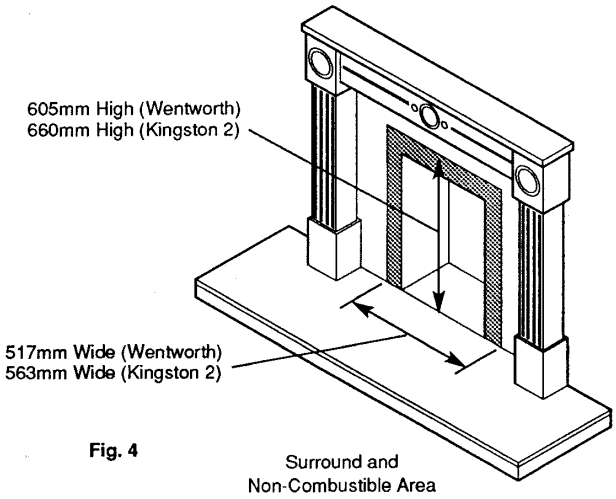

Fig. 4
3. The fireplace must have a flat vertical surface measuring 605mm (23$^{13}/_{16}$ in) high by 517mm (20$^{1}/_{8}$ in) wide (Wentworth) or 660mm (26 in) high by 563mm (22$^{5}/_{32}$ in) wide (Kingston 2), centrally placed about the opening. This allows an effective seal to be made between the wall and fire. **Also this area must be of non-combustible** material, If a fire surround is to be fitted its rear section must meet the same requirements. Any gaps between the wall and surround must be sealed (Fig. 4).